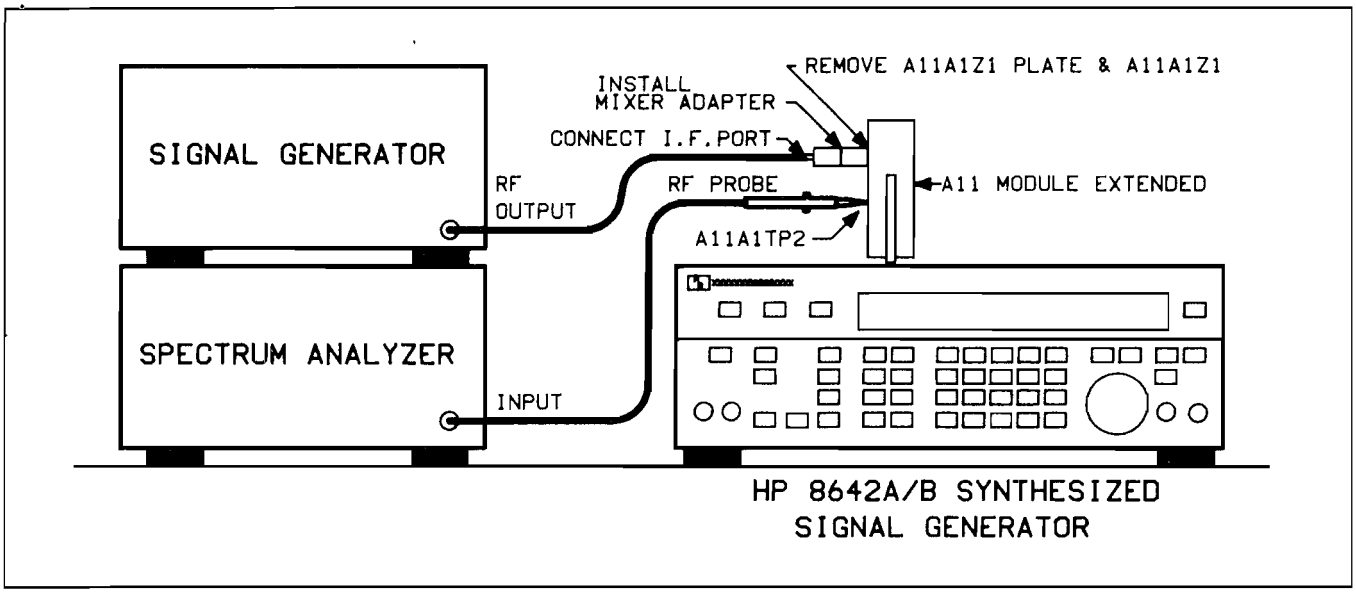

Figure 8N–6. *Loop Filter and Beat Note Detector Adjustment Setup*
1. Setup:(Refer to Figures 8N-6 to 8N-8)